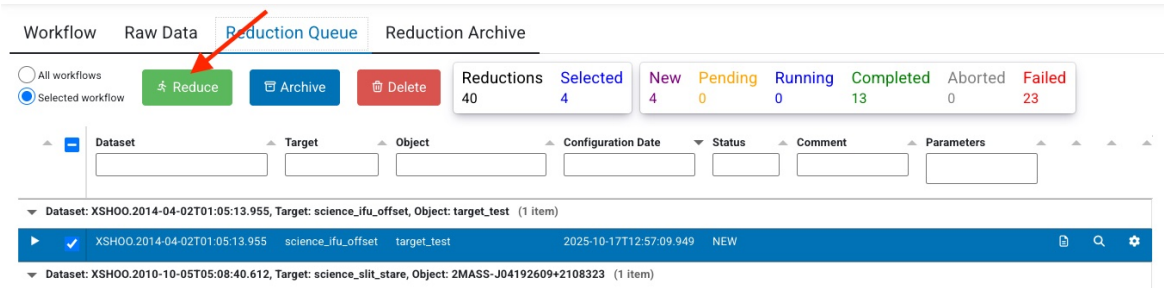

Figure 10: Reduce.
4. Press the ‘Reduce‘ button (Figure 10). The selected data will now be processed with the configured parameters.